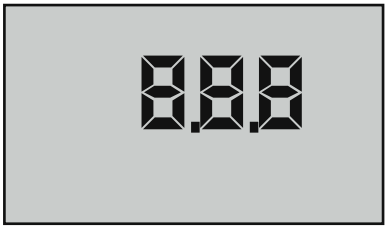

Figure 35
2. Press MR ▼ key until three numbers are displayed as shown in Figure 35.